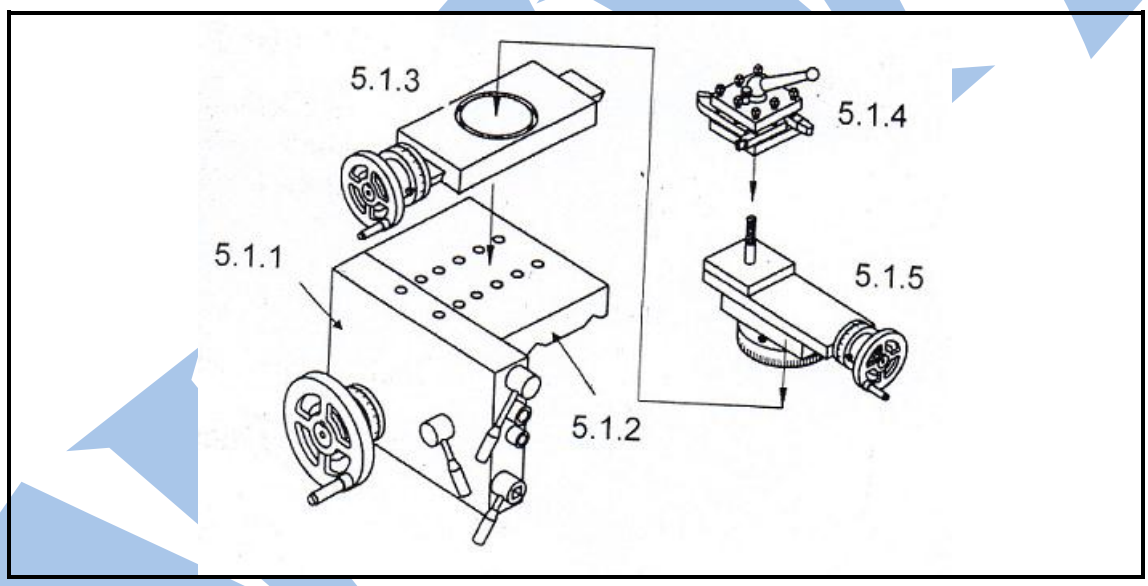

FIGURE 4 (5)
5.1 Carriage is shown in FIGURE 4. It is made up of FIVE different components. Label the components marked (5.1.1–5.1.5) in the ANSWER BOOK.